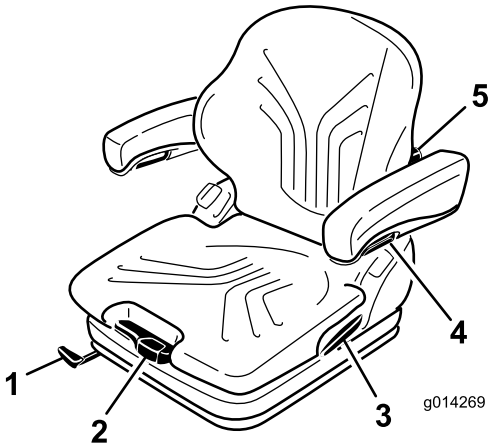

Figur 22
Sædet indstilles efter førerens vægt ved at trække eller trykke på håndtaget til vægtindstilling (Figur 22).
1. Sædet kan justeres ved at hæve håndtaget og udløse sædet (Figur 22).
Når justeringsknappen drejes opad, indstilles rundingen øverst på ryglænshynden. Når justeringsknappen drejes nedad, indstilles rundingen nederst på ryglænshynden (Figur 22).
Armlænshøjden indstilles ved at afmontere den runde hætte (Figur 22) fra betrækket, løsne sekskantmøtrikken (13 mm) og indstille armlænene som ønsket, hvorefter møtrikken spændes igen. Sæt hætten på møtrikken igen.
Drej justeringsknappen for at indstille armlænenes vinkel (Figur 22).
Træk låsegrebet op for at udløse ryglænslåsen (Figur 22). Ved udløsning af ryglænslåsen må der ikke presses mod ryglænet.